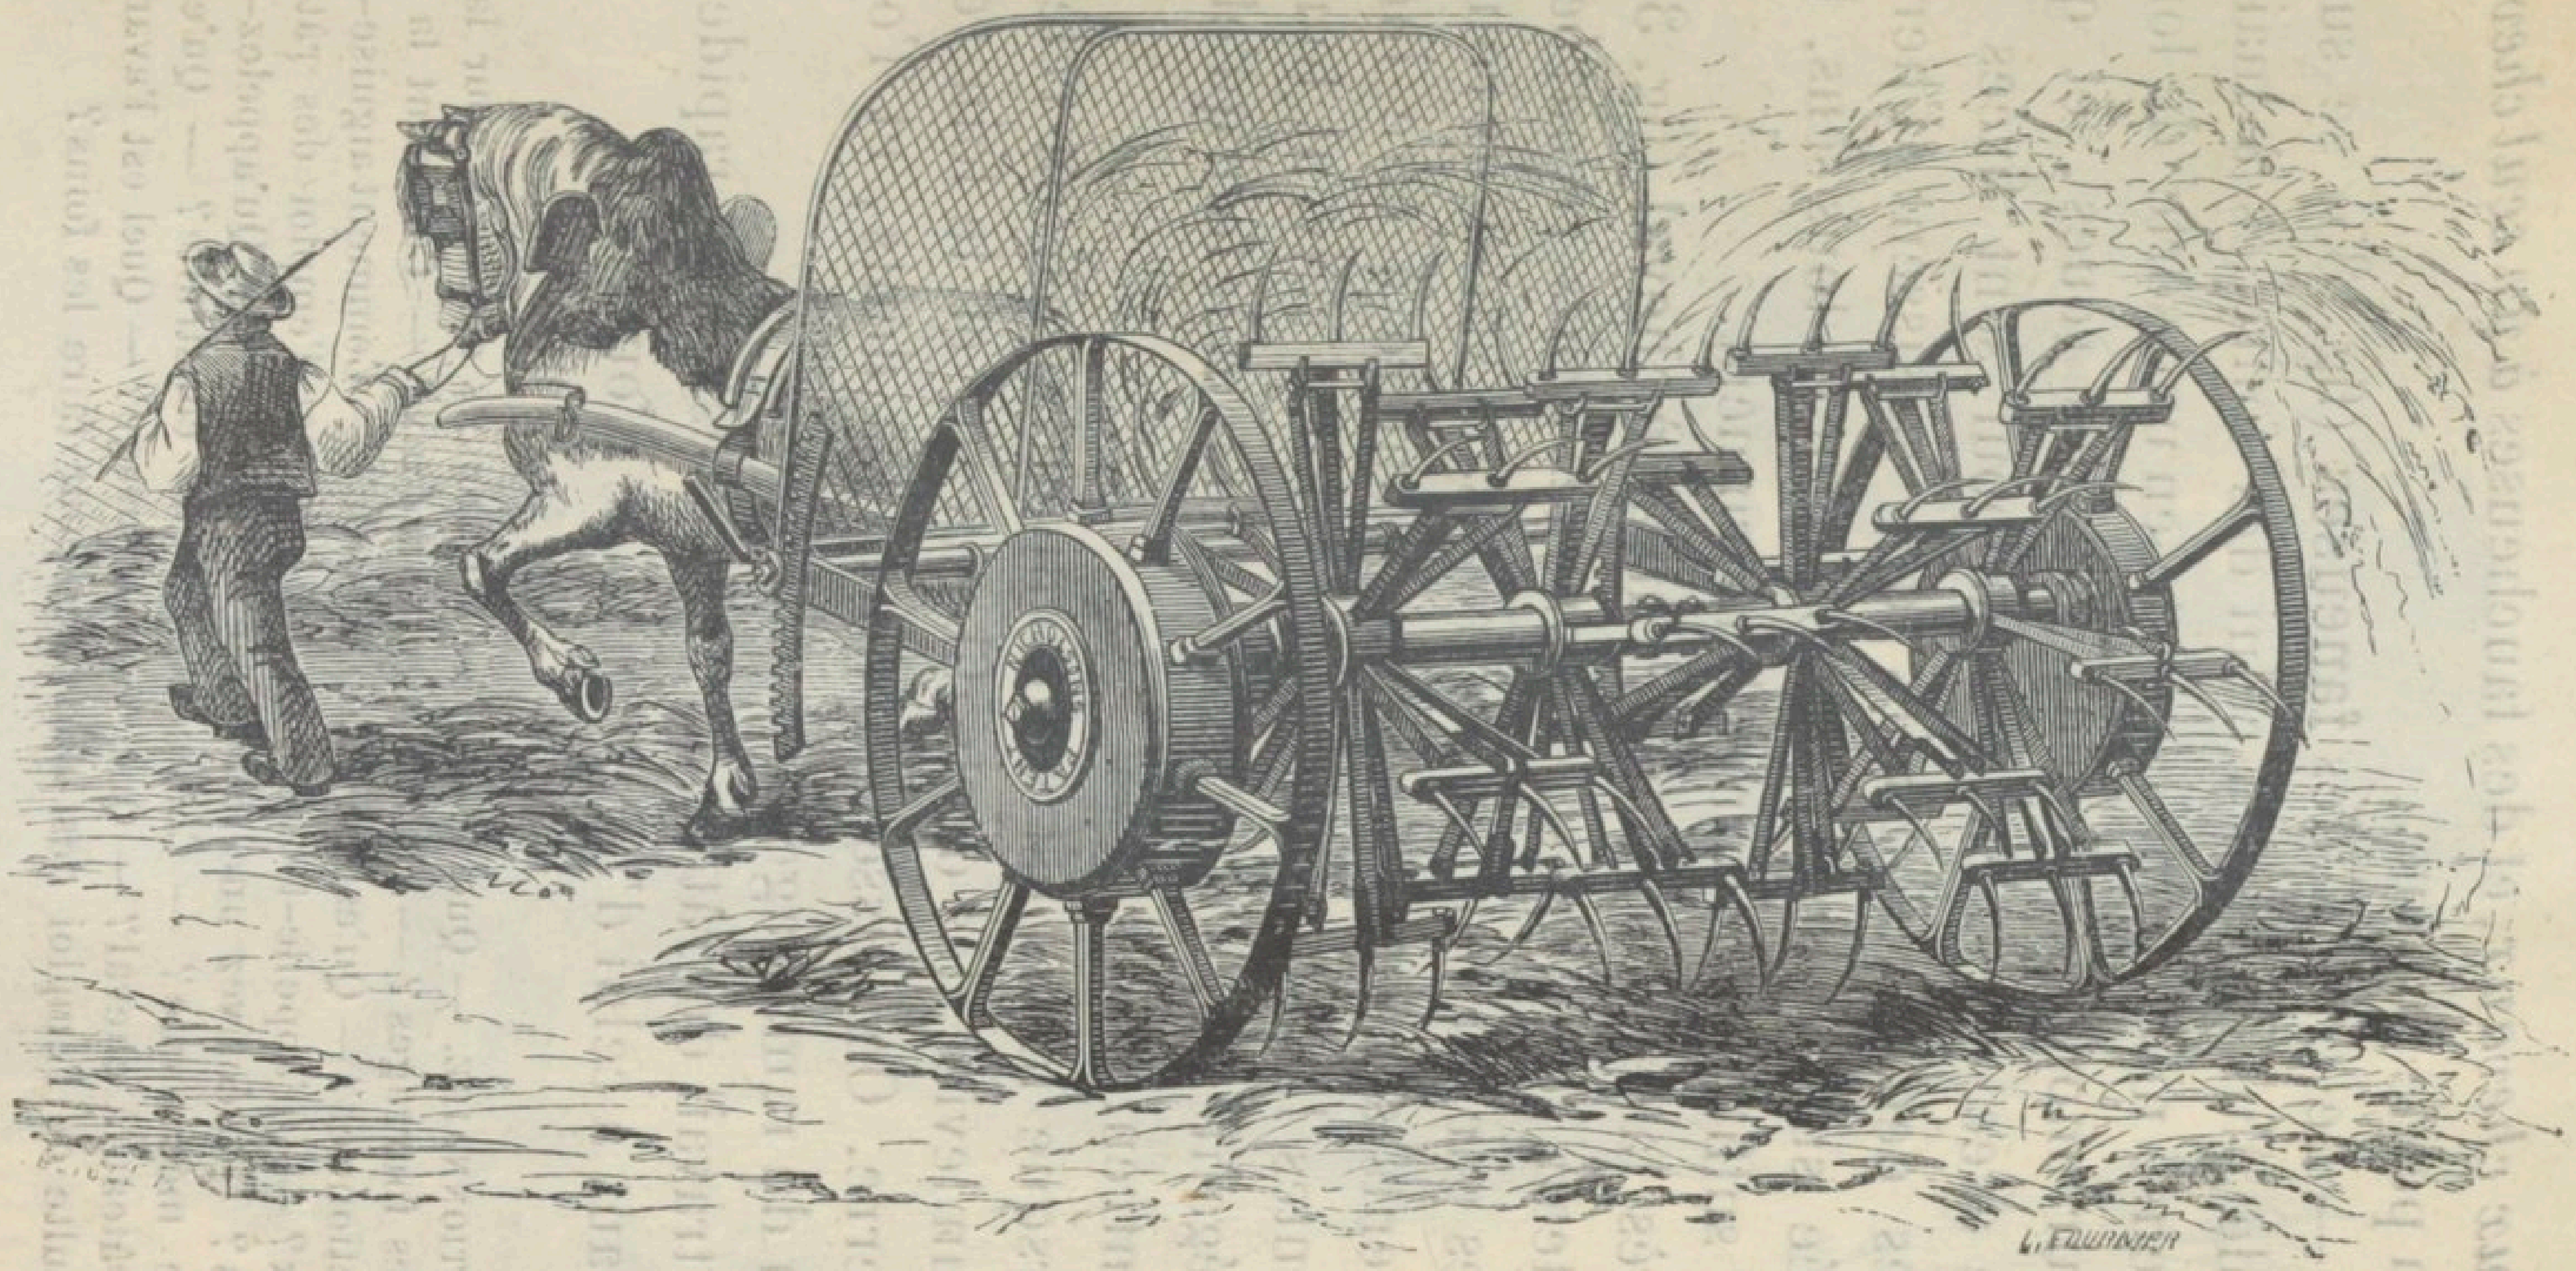

Fig. 35. — Faneuse mécanique.
51. — Le travail des **faneuses** (fig. 35) se substitue de plus en plus à celui des fourches à main. La faneuse mécanique consiste en une sorte de long tambour monté sur deux grandes roues, et qui tourne avec elles. Sur ce tambour sont fixées de longues dents recourbées qui saisissent l'herbe couchée sur le sol et la projettent en tous sens. Un cheval suffit pour traîner l'instrument.